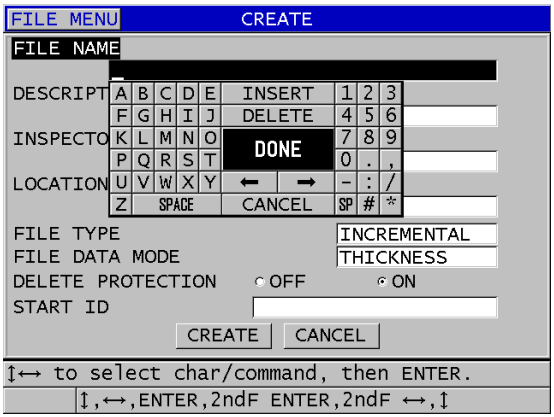

Rysunek 11-4 Ekran CREATE (Utwórz) przyrostowego typu plików danych
2. Na ekranie **CREATE** (Utwórz) (patrz Rysunek 11-4 na stronie 199):